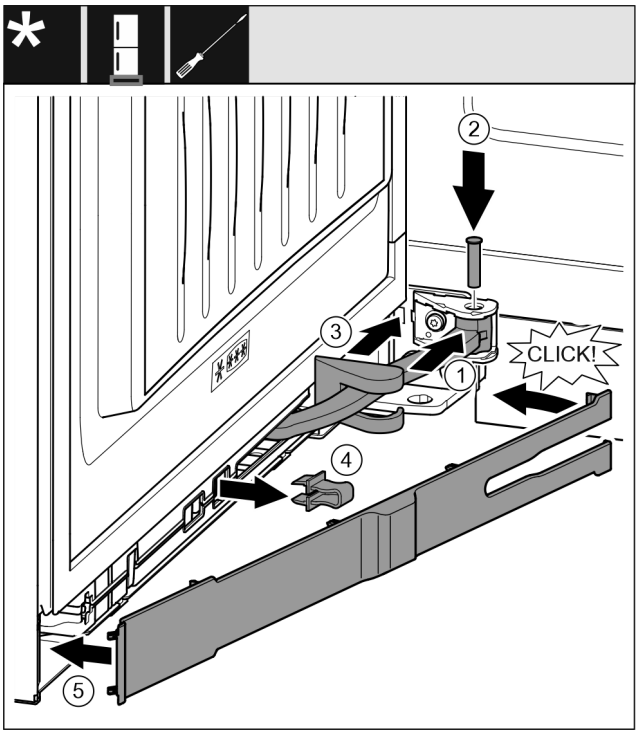

Fig. 69
▶ Gelenk *Fig. 69 (1)* in Aufhängung drehen.
▶ Bolzen *Fig. 69 (2)* mit einem Schraubendreher in Aufhängung und Gelenk einsetzen. Dabei darauf achten, dass der Rastnocken korrekt in der Nut sitzt.
▶ Lagerbockabdeckung *Fig. 69 (3)* entlang des Gelenks schieben und über der Aufhängung montieren.
▶ Sicherung *Fig. 69 (4)* abnehmen.
▶ Blende *Fig. 69 (5)* griffseitig ansetzen und einschwenken.